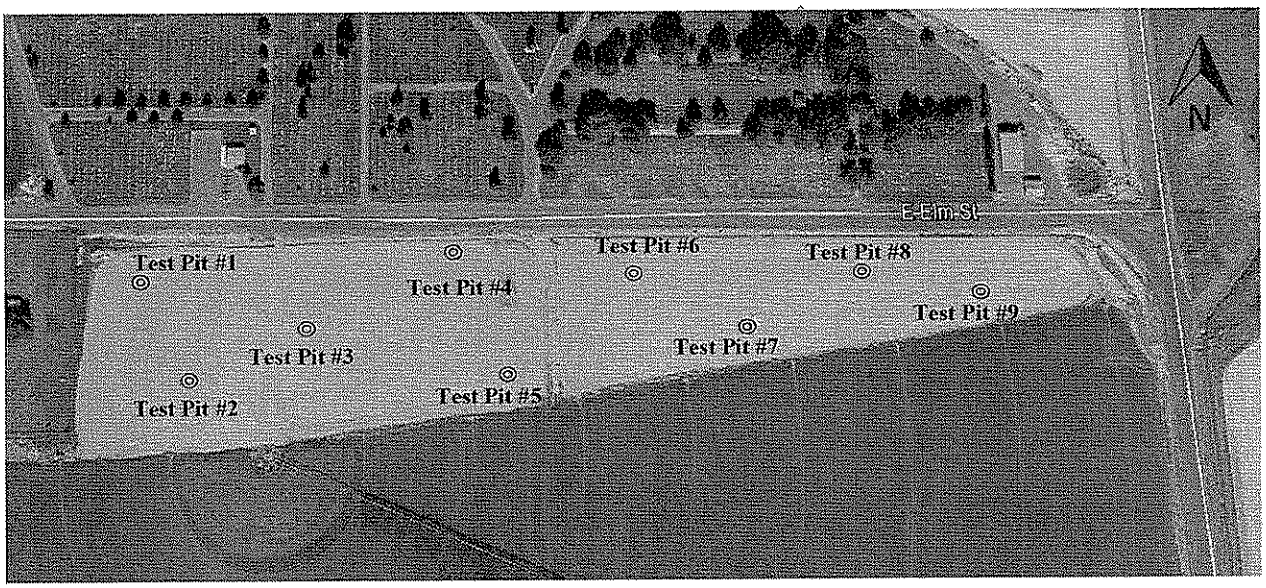

Figure 4: Test Hole Locations
Nine (9) test pits were excavated and soil samples were completed for each test hole at 3.0' and when appropriate 5'-6.5' on April 6, 2016. The approximate locations of the test holes as specified by EHM Engineers, Inc. and approved by Mr. Nathan Van Arsdale with Public Properties, are shown in Figure 4 and fully described in Table 2.